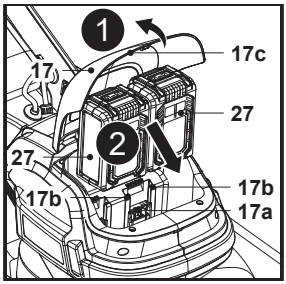

Rys. 7
1. Unieść pokrywę magnetyczną (17c) i otworzyć pokrywę komory akumulatora (17) (rys. 7, krok 1).
2. Ustawić akumulator (27) w jednej linii z dwoma prowadnicami (17b) i wsunąć akumulator (27), aby go zamocować (rys. 7, krok 2).
3. Styki elektryczne (17a) muszą zostać w pełni wsunięte w akumulator (27), a akumulator musi kliknąć.
4. Akumulator (27) można zamontować tylko w jednym ułożeniu.